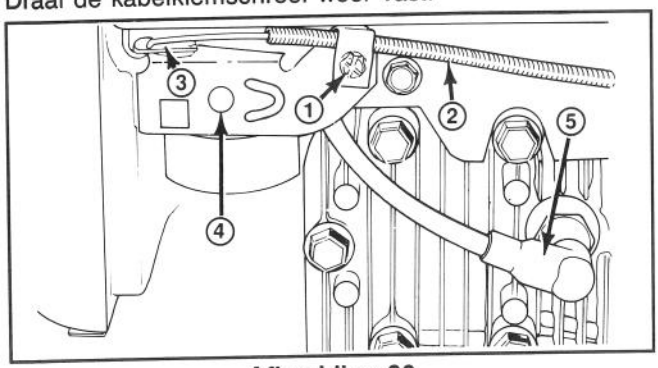
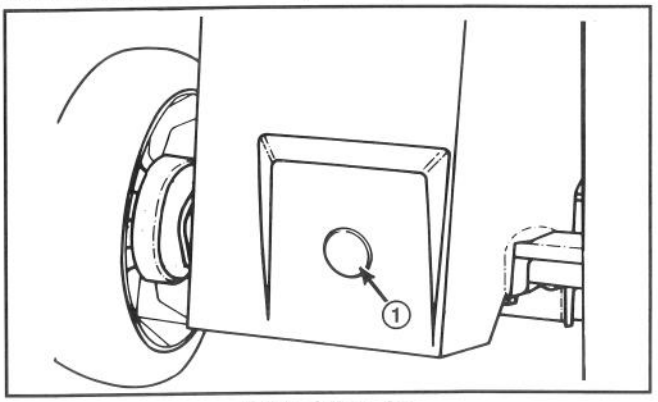

**Afbeelding 20**
**Afbeelding 28**
**1.** Zet de motor af en trek de draad van bougie (Afb. 20).
**3.** Maak de kabelklemschroef los, totdat de gaskabel heen en weer geschoven kan worden (Afb. 20). Breng de gasklephendel en de gasklepbeugel in één lijn met behulp van een pen met een doorsnede van 3 mm. Draai de kabelklemschroef weer vast.
**1.** Zet de motor af en trek de draad van de bougie (Afb. 20).
**3.** Zet de maaier op de hoogste maaistand (E).
**4.** CONTROLEREN VAN HET TRANSMISSIE-OLIEPEIL—Verwijder de plastic dop van het vulpunt aan de achterkant van de maaier (Afb. 28).